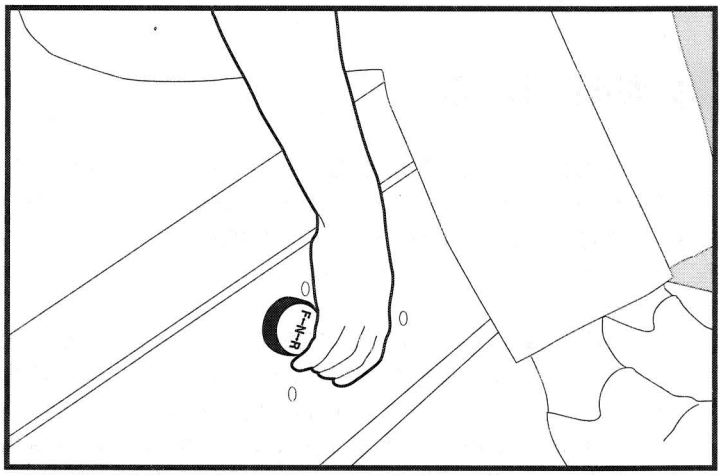

Figure 5
The forward/reverse shift lever is located below and to the right of the driver's right knee on the seat support panel (See Figure 5). The lever has three (3) distinct positions: F (forward), N (neutral), and R (reverse). Rotate the lever towards